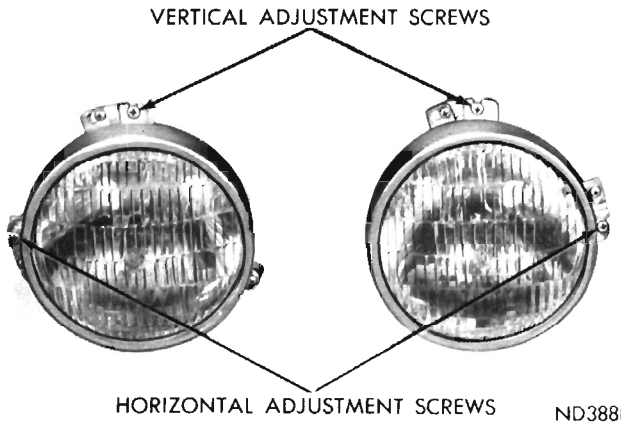

Fig. 5—Headlight Adjustment Points
(1) With pointer of **RIGHT-LEFT** scale still set **2-RIGHT,** sight through aimer viewing port. **Make sure that line of sight is perpendicular from eye to viewing port of aimer and that target image is centered in viewing port of aimer.**
(2) While sighting through viewing port of aimer, turn horizontal adjusting screw on headlight until split target image line merges into one unbroken line. To remove backlash, be sure to make a final adjustment by turning headlight horizontal adjusting screw in a clockwise direction, (Fig. 5).
(3) Make horizontal adjustment on other side of vehicle in same manner.
Remove headlight door. Adjust top adjusting screw for vertical adjustment, adjust side screw for horizontal adjustment. (See Fig. 5.)